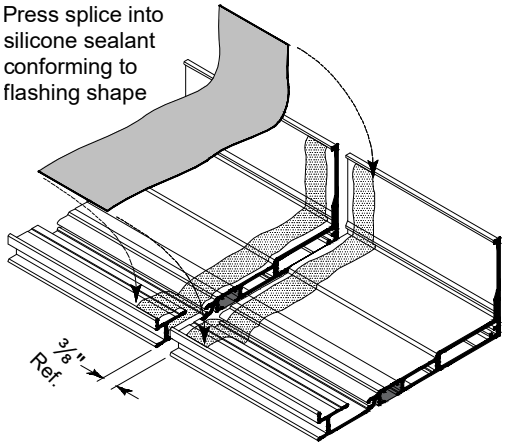

Fig. 24.2
D. Clean surfaces where splice will be applied. Apply sealant as shown in SEE Fig. 24.2.